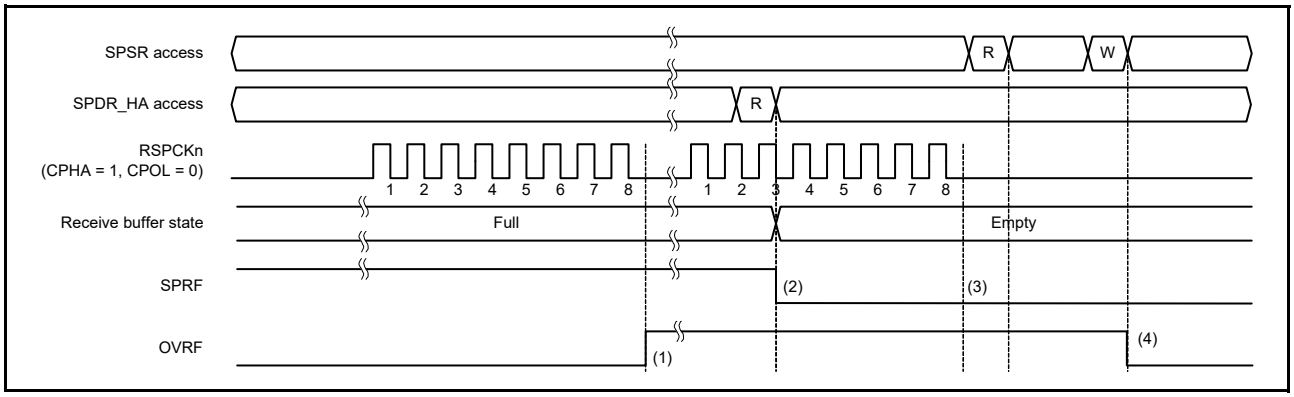

Figure 30.28 Operation example of OVRF and SPRF flags
Figure 30.28 shows an example operation of the OVRF and SPRF flags. The SPSR and SPDR/SPDR_HA accesses shown in Figure 30.28 indicate the condition of accesses to SPSR and SPDR/SPDR_HA, respectively, where W denotes a write cycle, and R a read cycle. In the example, the SPI performs an 8-bit serial transfer in which the SPCMD0.CPHA bit is 1 and the SPCMD0.CPOL bit is 0. The numbers given for RSPCKn in the waveform represent the number of RSPCK cycles, such as the number of transferred bits.
The operation of the flags at timings (1) to (4) in Figure 30.28 is as follows:
(1) If a serial transfer terminates with the SPRF flag set to 1 (receive buffer full), the SPI detects an overrun error, and sets the OVRF flag to 1. The SPI does not copy data in the shift register to the receive buffer. Even when the SPPE bit is 1, parity errors are not detected.
(2) When SPDR/SPDR_HA is read, the SPI outputs the data in the receive buffer. The SPRF flag is then set to 0. The receive buffer becoming empty does not set the OVRF flag to 0.
(3) If the serial transfer ends with the OVRF flag set to 1 (an overrun error occurs), the SPI does not copy data in the shift register to the receive buffer (the SPRF flag is not set to 1). A receive buffer full interrupt is not generated. Even when the SPPE bit is 1, parity errors are not detected. When an overrun error occurs and the SPI does not copy the received data from the shift register to the receive buffer, on termination of the serial transfer, the SPI determines that the shift register is empty. This enables data transfer from the transmit buffer to the shift register.
(4) If 0 is written to the OVRF flag after SPSR is read when the OVRF flag is 1, the OVRF flag is set to 0.